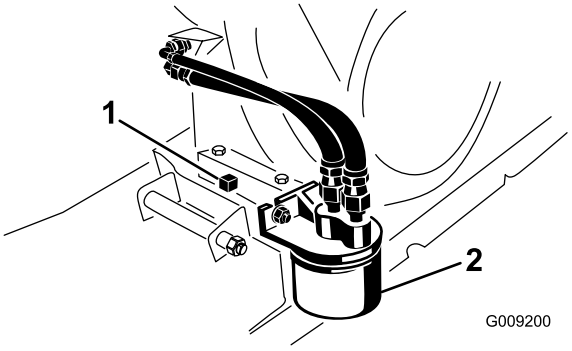

Figur 29
5. Fjern tappepluggen (Figur 29) og la oljen renne ut i en beholder. Når oljen slutter å renne, setter du tappepluggen på igjen.
2. Fjern det gamle oljefilteret (Figur 29).